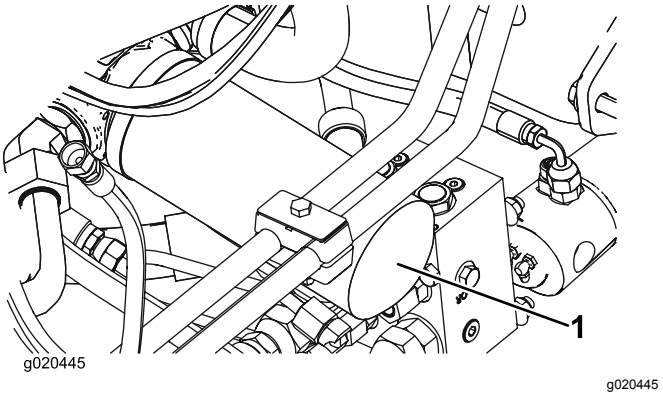

**Figuur 99**
2. Reinig de omgeving van de plaats waar het filter wordt gemonteerd. Plaats een opvangbak onder het filter en verwijder het filter (Figuur 99).